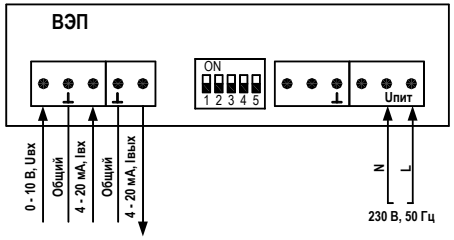

Рисунок 3.1 Схема подключения с управлением аналоговым сигналом.
- аналоговое, 4-20 мА или 0-10 В (схема подключения рис. 3.1)